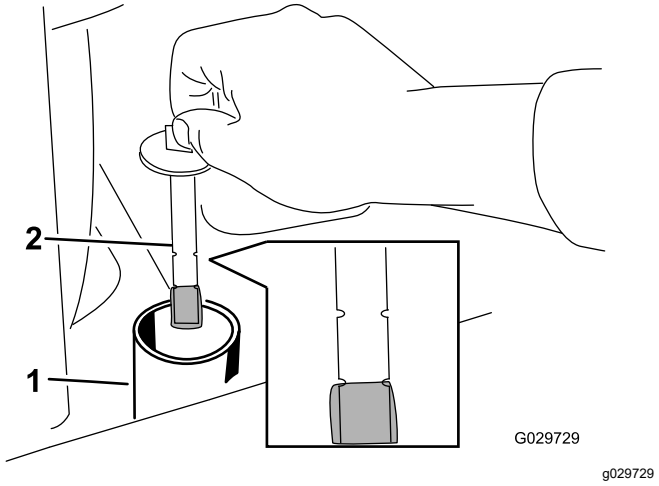

**Rysunek 71**
8. Odkręć korek z szyjki wlewu i sprawdź poziom oleju na wskaźniku (Rysunek 71).